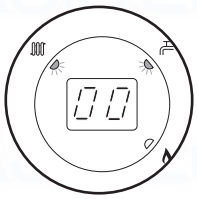

Fig. 89
6. The display will show '00', indicating maximum rate, then revert to 'P ' alternating with the current boiler temperature (Figs. 89, 90 & 91).